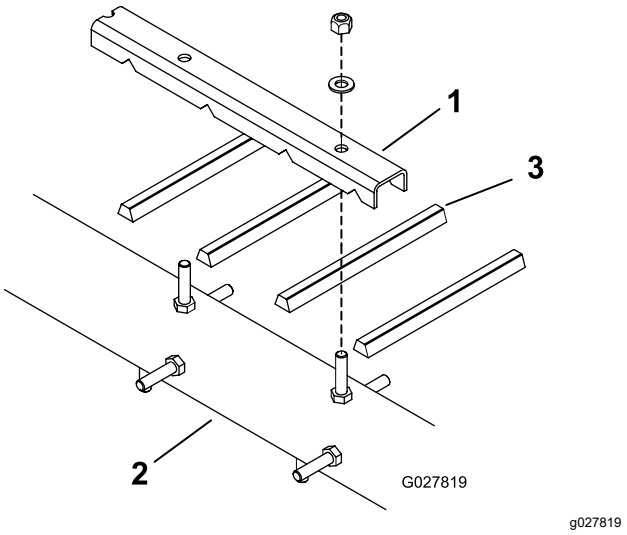
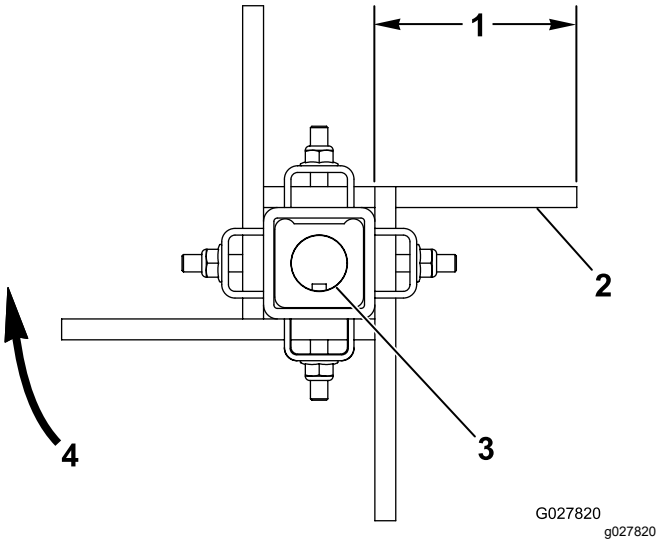

Рисунок 11
Рисунок 12
1. Ослабьте гайки и шайбы крепления зажимов штырей к ротору (Рисунок 11 и Рисунок 12).
3. Установите новые штыри на ремень (Рисунок 11 и Рисунок 12). Штыри ремня выступают из зажимов штырей примерно на 10 см.